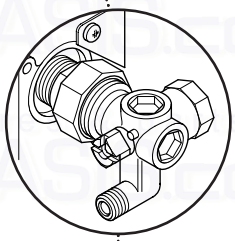

Fig. 27
3. Turn off the gas supply at the service cock (Fig. 27).